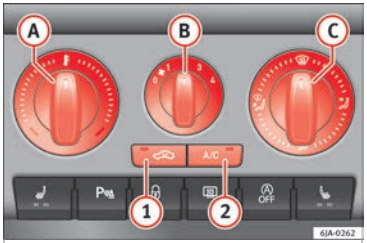

Fig. 170 Air conditioning: controls.
The air cooling system only works if A/C button (2) ››› Fig. 170 ››› page 149 is pressed and under following conditions:
– Turn rotary control (A) ››› Fig. 170 clockwise to increase the temperature.
– Turn rotary control (A) anti-clockwise to reduce the temperature.
– Turn rotary control (B) ››› Fig. 170 to position 1 to 4 to switch the blower on.
– Turn rotary control (B) to position 0 to switch the blower off.
– Press button (1) ››› page 150, Air recirculation to close the fresh air vent.
– Turn rotary control (C) ››› Fig. 170 to select the air vents ››› page 147 you wish to activate.
– Press the button A/C (2) ››› Fig. 170 and the lamp in the button will illuminate.
– Press the A/C (2) button again and the light in the button will switch off.
If the rotary switch (C) ››› **Fig. 170** is in the thaw position, the recirculation flap will always be open (button light off).
• Press button (1) ››› **Fig. 170**, the switch's lamp will light up, indicating that air recirculation inside the vehicle has been activated.